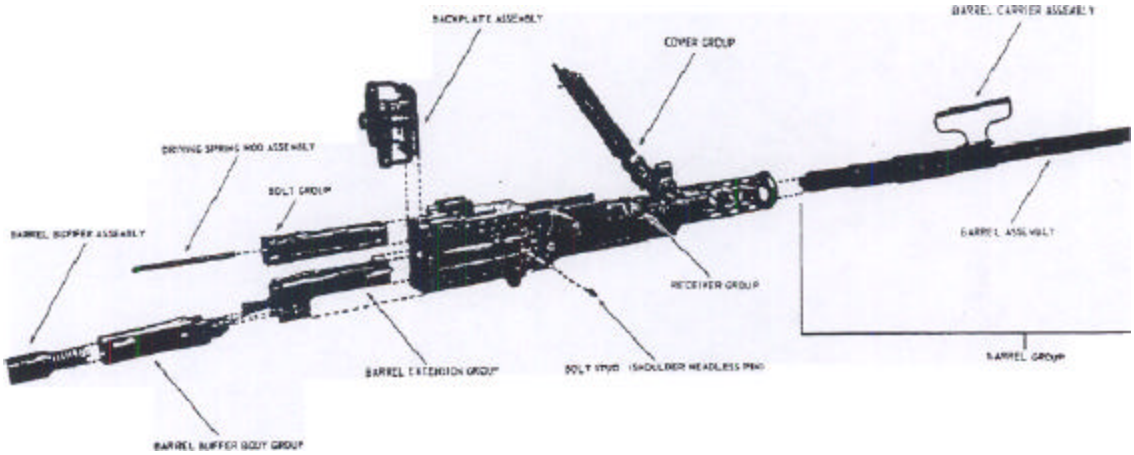

Figure 1, MAJOR GROUPS
a. The Browning Machinegun cal .50 consists of 12 major groups and assemblies. (Fig 1)
(1) Barrel Group